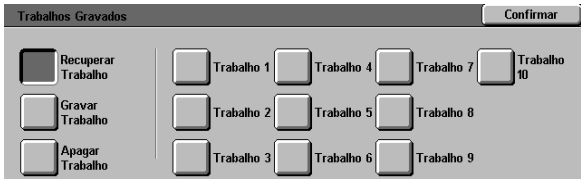

Figura 4: Opção Recuperar Trabalho seleccionada
1. Seleccione o ícone **Trabalhos Gravados**, no separador Criar Trabalho, para visualizar o ecrã Trabalhos Gravados, ilustrado na Figura 4.